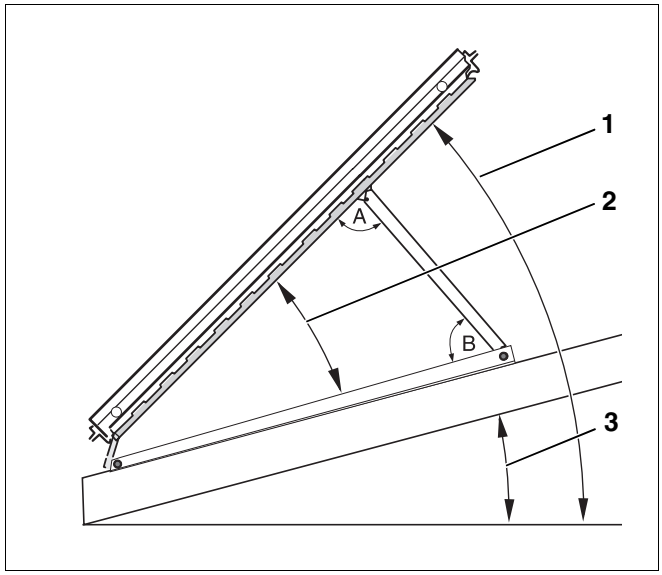

Afb. 7 Hellingshoek, dakhelling
De hellingshoek t.o.v. de horizontalen (afb. 7) moet bepaald worden in functie van de toepassing van de zonne-installatie.
- Let erop, dat de hoek tussen de steunen en de achterzijde van de collector (afb. 7, **hoek A**) evenals tussen de steunen en het T-profiel (afb. 7, **hoek B**) niet groter is dan 90°.